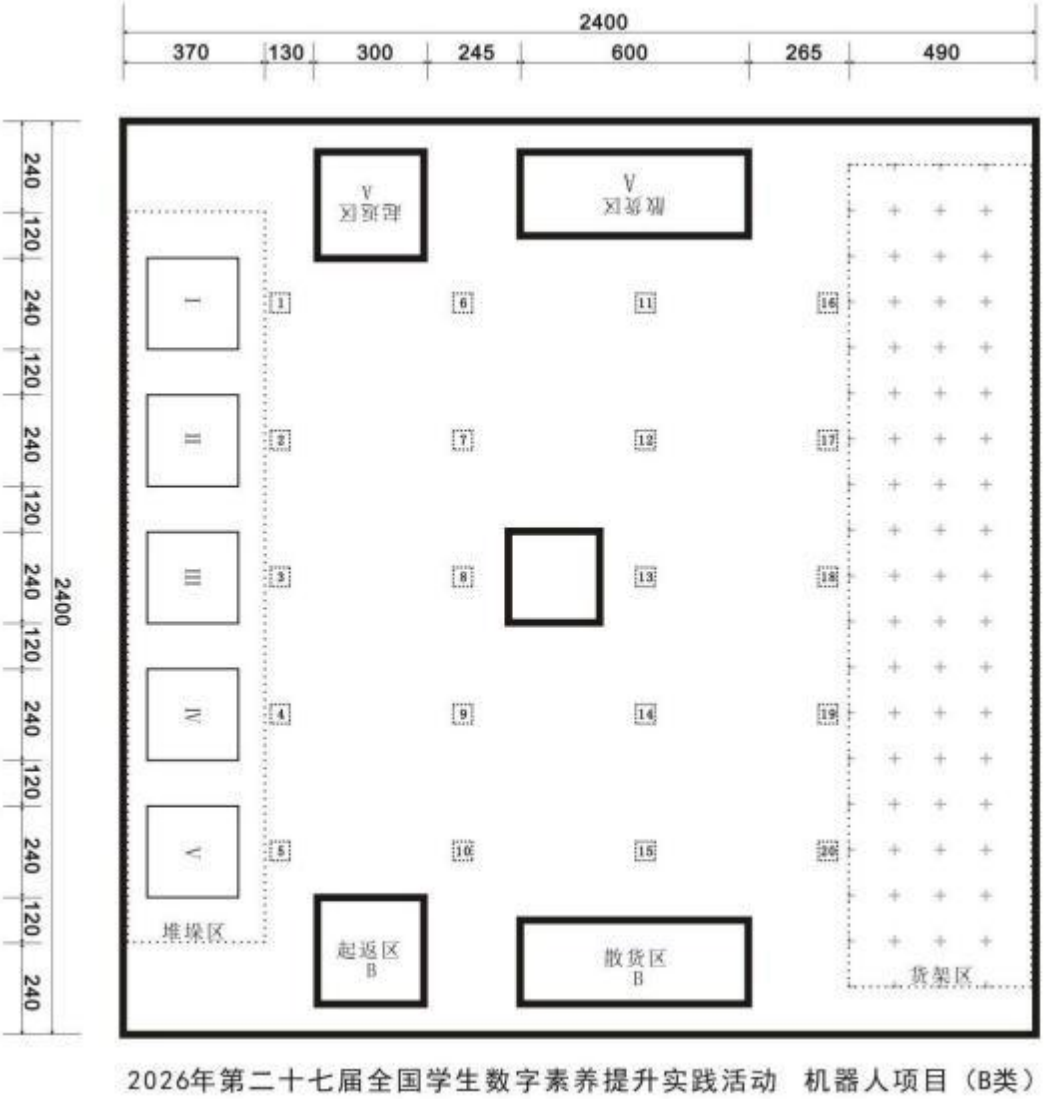

图 1 场地平面示意图
1.场地为大小约2400mm×2400mm的喷绘地图，周围有高约150mm的围栏，堆垛区设置5个垛点（Ⅰ、Ⅱ、Ⅲ、Ⅳ、Ⅴ），货架区“+”锚点用于定位货架摆放位置，20个虚线小正方形为放置二维码的区域，各区域的分布如图1所示。边框线条为宽度15-20mm的黑色实线。